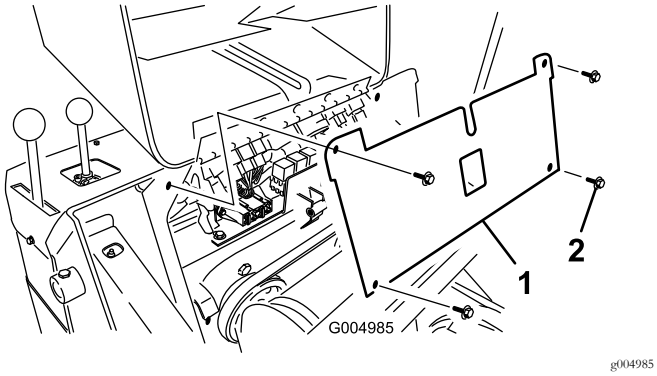

Figur 45
4. Ta bort de fyra skruvarna som håller fast säkringspanelen och dra sedan panelen utåt och uppåt för att ta bort den (Figur 45).